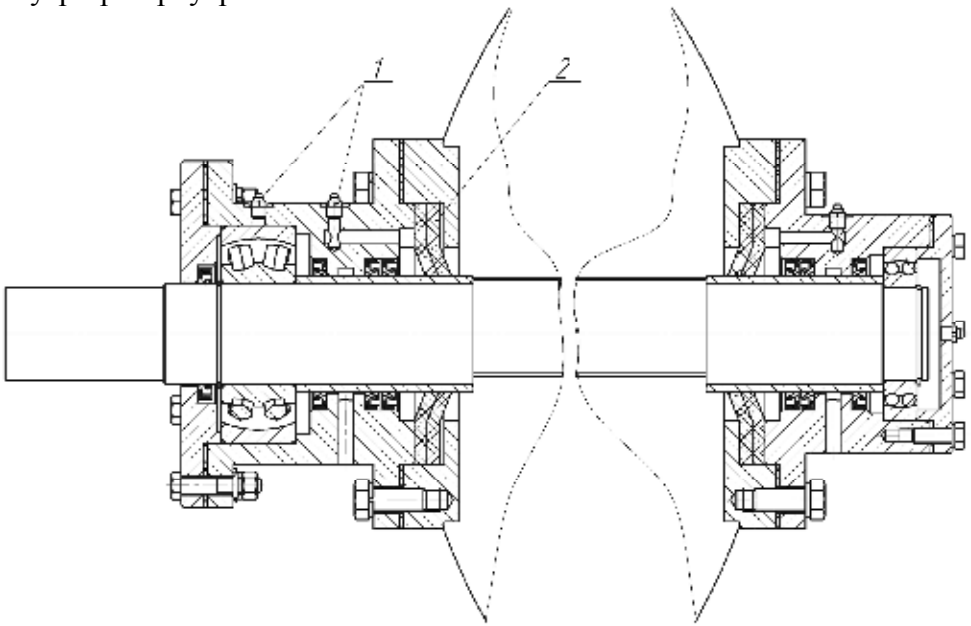

Рис.1 – Карта смазки привода
1. Для нормальной работы уплотнительных узлов смесителя необходимо ежесменно шприцевать смазкой ЦИАТИМ 203 через пресс-масленки 1 (рис.1) до появления смазки из-под уплотнений внутри резервуара.